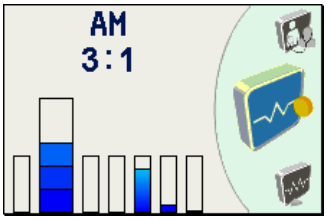

Abb.17
5.4 Drücken Sie die Taste, um in den **Menüzustand** zu wechseln (Abb.17). Drücken Sie die Taste im Abstand von maximal 2 Sekunden, um sicherzustellen, dass die Hervorhebung zyklisch wechselt.